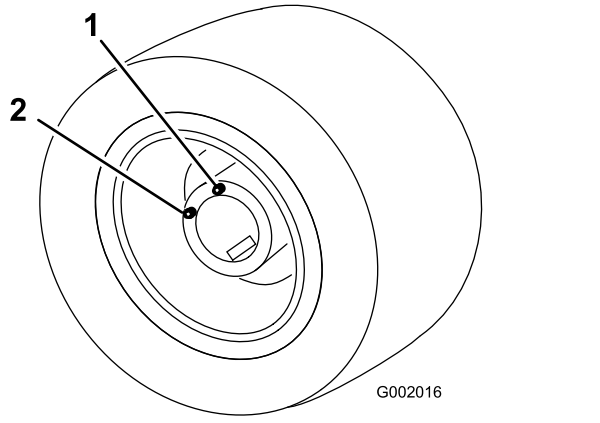

Figura 51
5. Mueva el vehículo lentamente hasta que la rueda quede posicionada para el llenado, según muestra. Figura 51